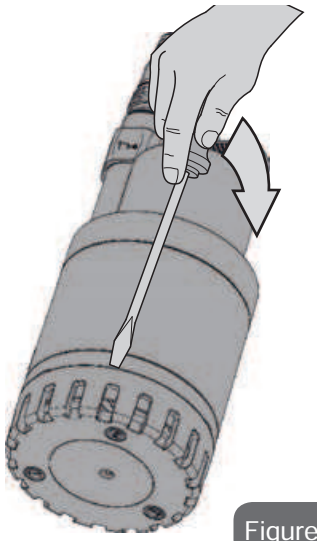

Figure 10
- Desserrer la crépine d'aspiration en insérant un tournevis entre la chemise de la pompe et la crépine d'aspiration et en la faisant tourner (Fig. 10).
• Desserrer la crépine d'aspiration en insérant un tournevis entre la chemise de la pompe et la crépine d'aspiration et en la faisant tourner (Fig. 10).